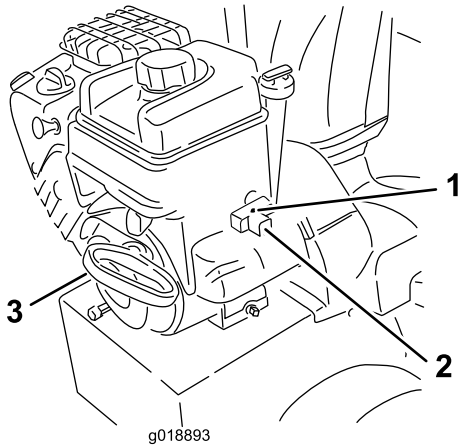

Figur 26
7. Starta maskinen genom att dra i startsnöret eller trycka på knappen till den elektriska startmotorn (Figur 26).